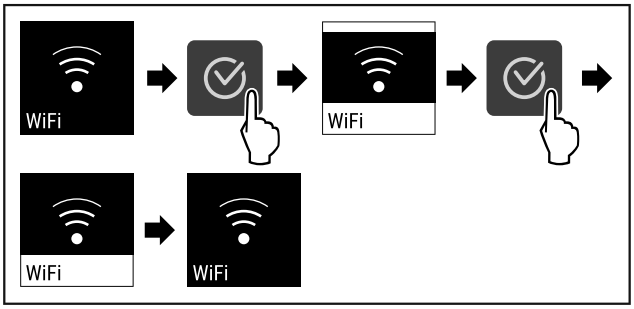

Fig. 86
▶ Ejecutar los pasos (consulte Fig. 86) .